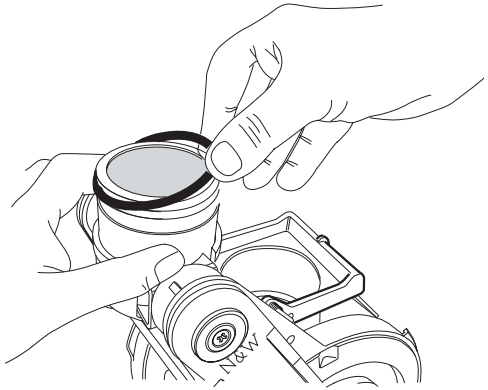

Fig. 41
- Fest et nytt metallfilter på den grønne ringen og vri ringen på stemplet til den stopper. (fig. 41 - a) Pass på at bokstaven "F" som er gravert på filteret befinner seg på yttersiden (Fig. 41 - b)